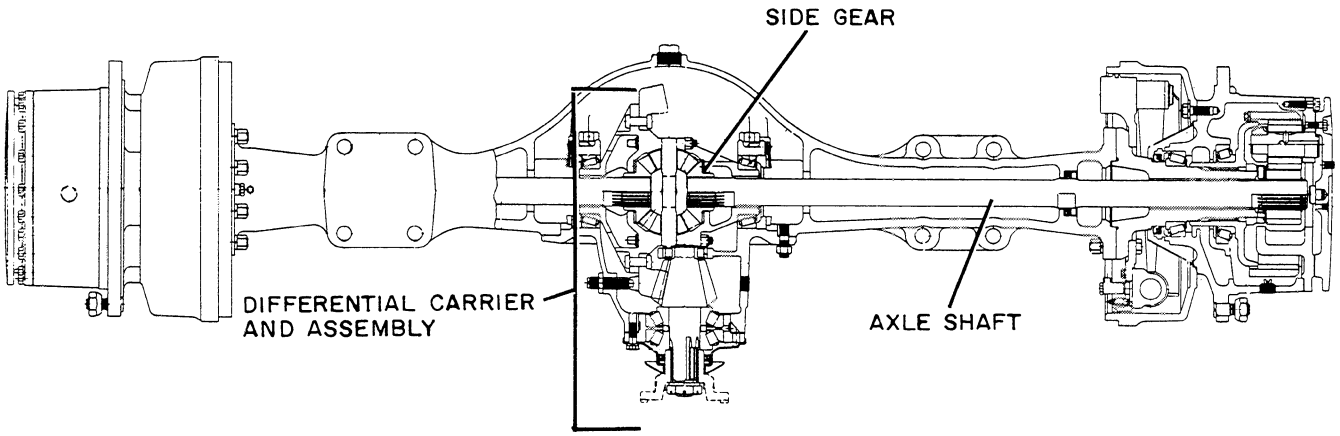
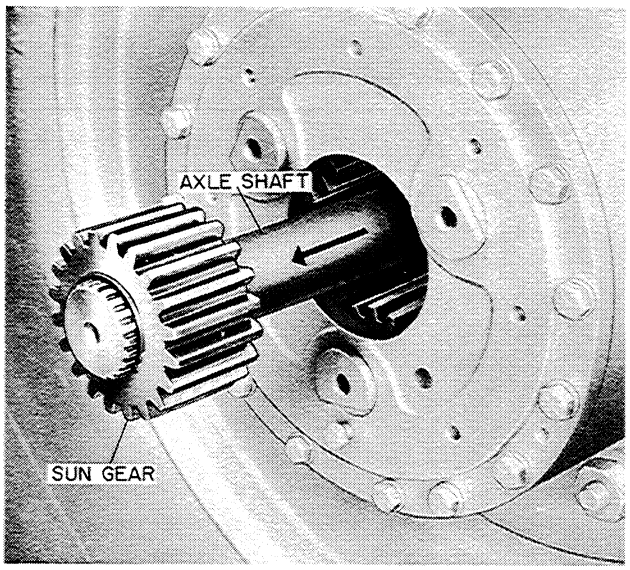

Figure T-18. Rigid Axle
Figure T-20
Before the differential can be removed it will first be necessary to slip the axle shaft out of engagement with the differential side gear, Figure T-18 and Figure T-20.
2. With the planetary cover removed, grasp the sun gear and axle shaft, Figure T-20. Then pull outward until the axle shaft is free from the differential side gear.